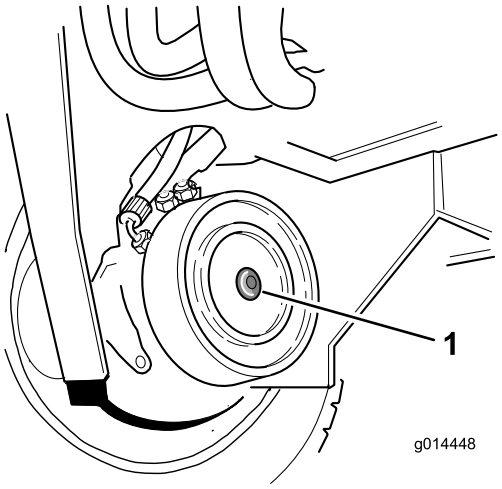

Figuur 61
5. Draai de stelschroef vast in het draadgat in de remzuiger totdat de rem is uitgezet (Figuur 61).